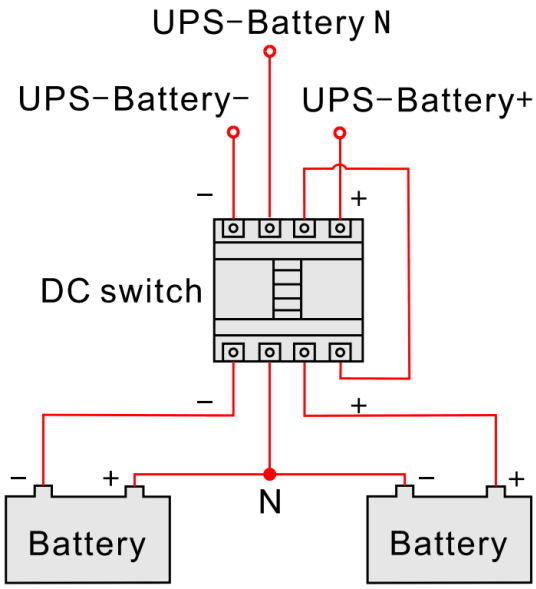

FIGURA 3-51 Schema di collegamento della batteria
- L'ingresso DC della batteria richiede un sezionatore DC; il collegamento è mostrato nella Figura 3-51.